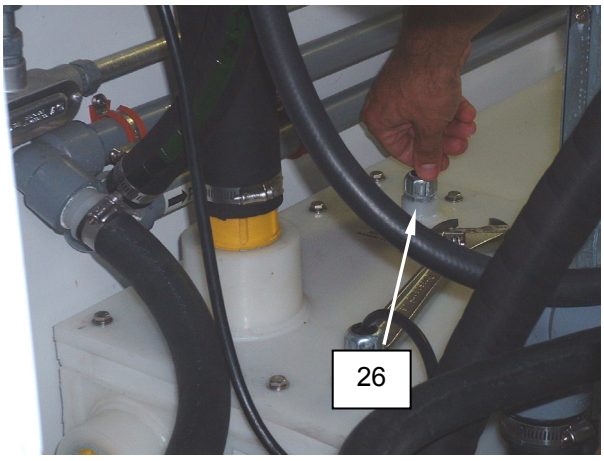

Figure 20. Drain System.
23. Monitor the sight glasses **(Figure 20, Item 24)** on the reuse, WTS, and nanofilter holding tanks. When the tanks have drained, open the drain petcocks **(Figure 20, Item 25)** on the sight glasses.
24. Manually pump the waste tank **(Figure 20, Item 26)** by pulling up and holding the knob until tank is completely empty (approximately 30-45 sec). The knob is on top of the waste tank. Ensure the knob is returned to original position after use.